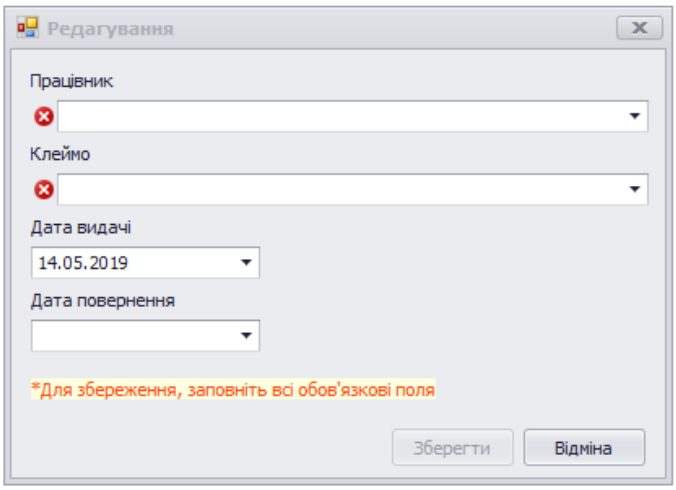

Рисунок 8.13 – Вікно «*Редагування*»
- «*Журнал видачі*», блоки управління працівниками та клеймами: створення (рис.8.13), редагування та видалення журналу видачі;